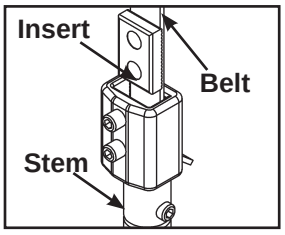
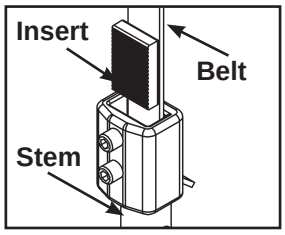

Figure 2A
Figure 2B
D. Verify belt and insert are installed properly, as shown in Figure 2A. ***NOTE:*** *Do not install the insert backwards as shown in Figure 2B.*